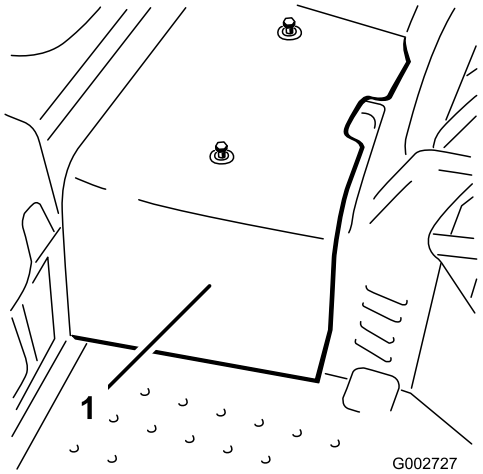

**Figuur 32**
2. Draai de 2 schroeven los waarmee het middelste scherm is bevestigd aan de machine en verwijder het scherm (Figuur 32).